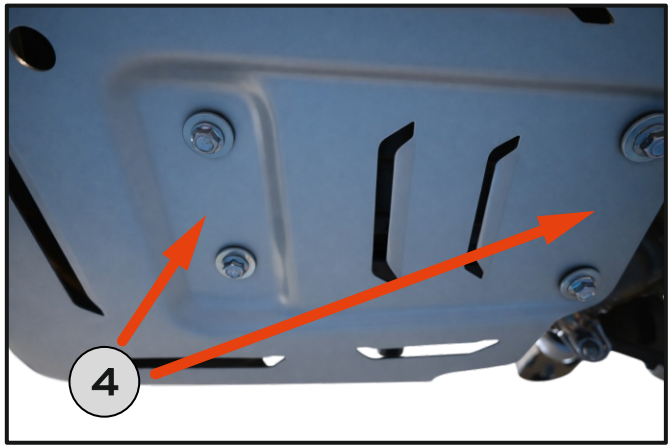

Fig. 5
4. Unscrew the bolts from the underside of the cover. **[Fig. 5]**